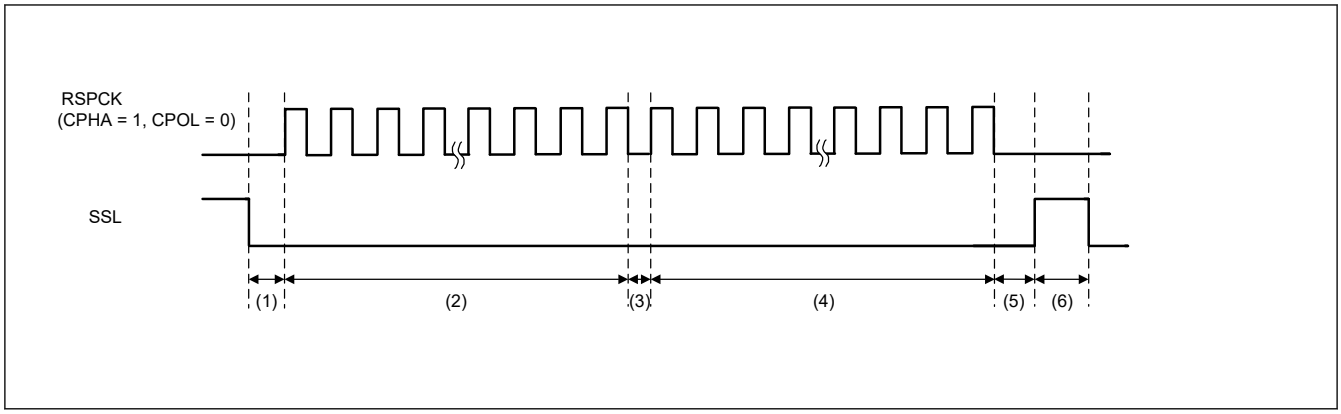

図 30.47　SSLKP ビットを利用したバースト転送の動作例 (BFDS = 1)
図 30.47 に SPCMD0 および SPCMD1 レジスタの設定値を使用してバースト転送を実現した場合の SSL 信号の動作例を示します。以下では、図 30.47 に示す (1)～(6) の SPI 動作内容について説明します。SSL 出力信号の極性は、SPI スレーブ選択極性レジスタ (SSLP) の設定値に依存します。